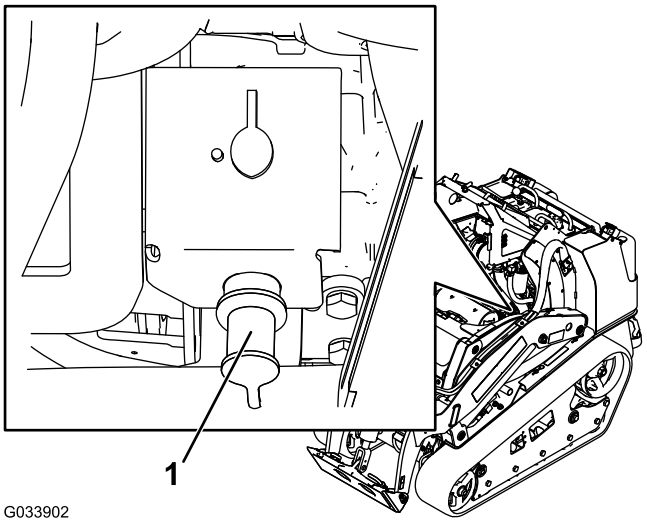

Figuur 51
2. Verwijder de kap van de pool voor de startkabel (Figuur 51).
3. Sluit één uiteinde van de plus (+) van de startkabel aan op de pool voor de startkabel (Figuur 51).